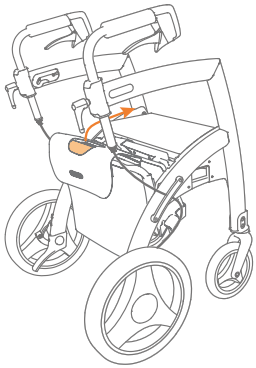

Figuur 33: Rugleuning naar boven en naar voren trekken.
b. Wanneer u de rollator wilt ombouwen in rolstoel, klapt u het rolstoelpakket uit. Pak de handgreep van het rolstoelpakket vast en trek de rugleuning naar boven tot hij niet verder gaat en richting de voorzijde tot halverwege het frame **(Figuur 33)**.